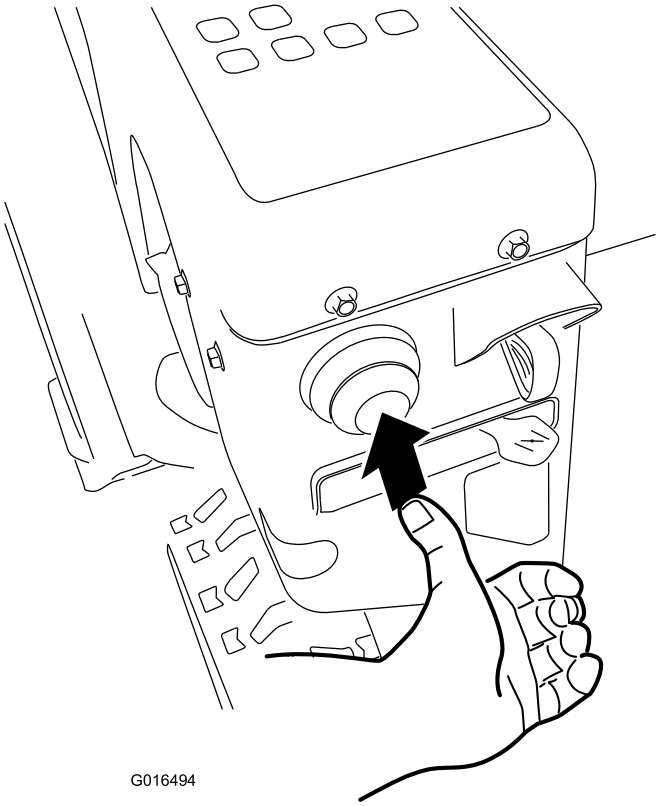

Figur 23
4. Trykk inn primeren bestemt tre ganger med tommelen. Hver gang holder du primeren inne i ett sekund før du slipper den (Figur 23).